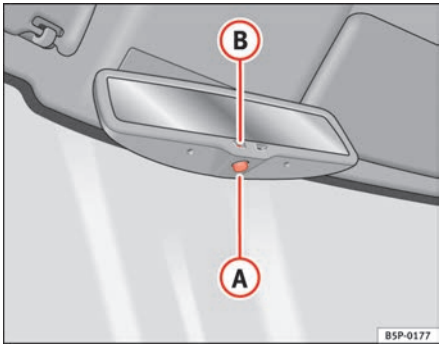

Fig. 90 Automatic anti-dazzle interior mirror.
– Press button (A) ⇒ fig. 90. Warning lamp (B) goes out:
– Press button (A) ⇒ fig. 90. Warning lamp is lit.